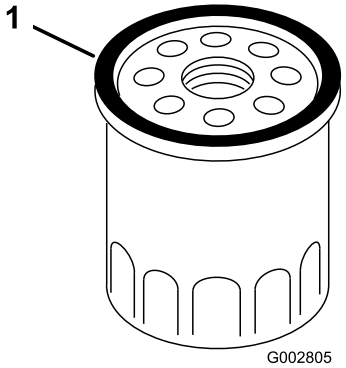

Figura 31
7. Con il dito, spalmate l'olio sulla guarnizione del nuovo filtro (Figura 31).